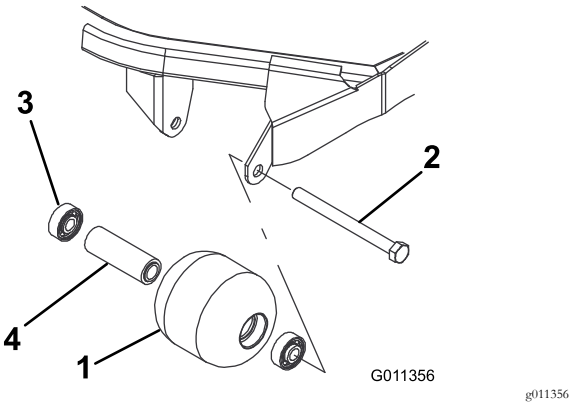

Figur 71
1. Ta bort rullarnas fästbult (Figur 71).
4. Kontrollera att rullkåpan, lagren och lagrets distansbricka är i gott skick (Figur 71). Byt ut skadade delar och montera ihop igen.
1. Tryck in det första lagret i rullkåpan (Figur 71). Tryck endast på den yttre lagerbanan eller lika mycket på den inre och yttre lagerbanan.
2. För in distansbrickan (Figur 71).
3. Tryck in det andra lagret i rullkåpan (Figur 71) genom att trycka lika mycket på den inre och den yttre lagerbanan tills den inre lagerbanan kommer i kontakt med distansbrickan.